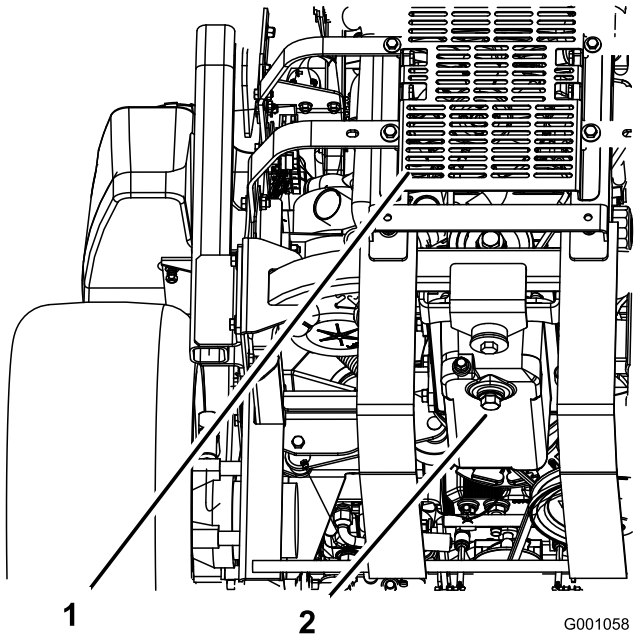

Figura 34
5. Coloque un recipiente debajo del orificio de drenaje de aceite. Retire el tapón de vaciado y deje que el aceite se drene completamente (Figura 34).